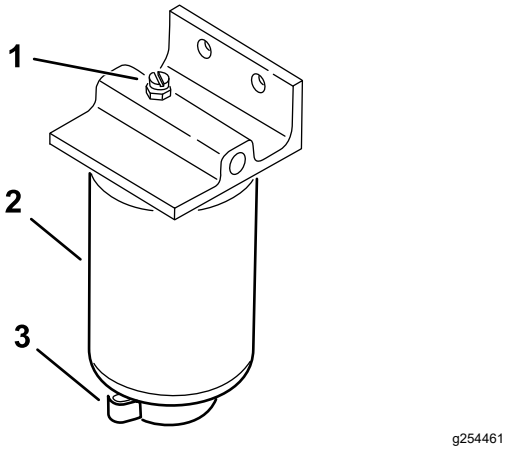

Rysunek 36
4. Odkręć korek spustowy filtra i otwórz odpowietrznik (Rysunek 36).